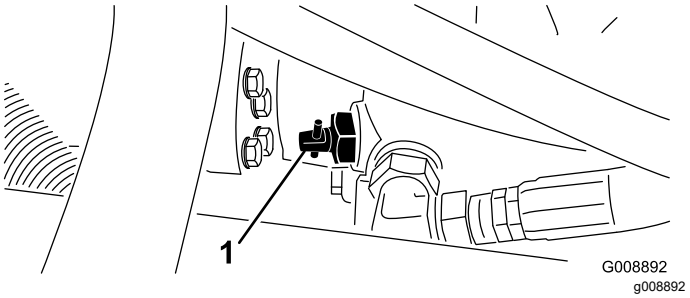

**Figur 44**
1. Lokalisera överströmningsventilen på pumpen (Figur 44) och vrid den 90°.